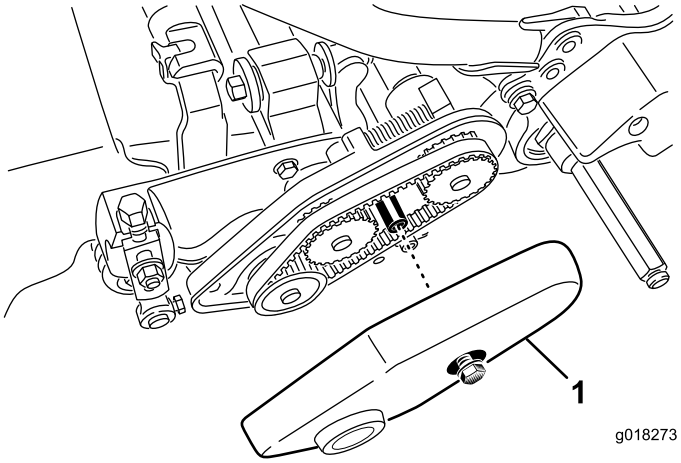

Figuur 41
1. Zet de flensbout los waarmee het riemdeksel bevestigd is en verwijder het riemdeksel zodat de riem zichtbaar wordt (Figuur 41).